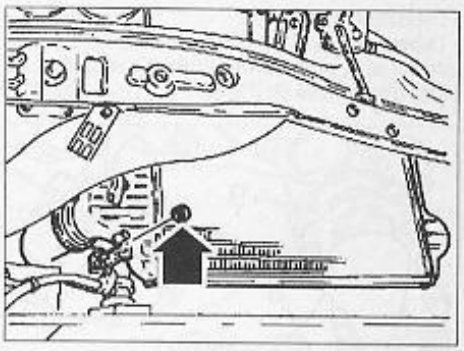

FIG. 36
• Déposer les écrous fixant l'échangeur au radiateur de refroidissement moteur (Fig.36).